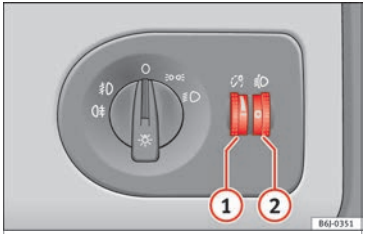

Fig. 90 Dash panel: Instrument panel and control dimmers and headlight range control.
When the headlights are switched on, the brightness of the instrument panel and controls can be adjusted by turning the thumb wheel »» Fig. 90 (1).